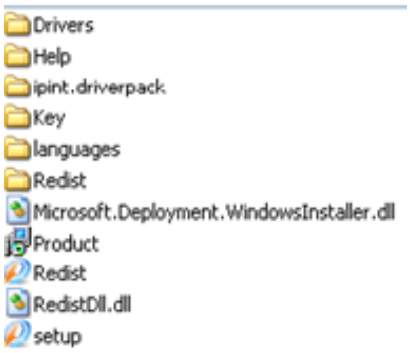

Figure 5.1-43 Contents of installation CD
1. Insert INTELLECT installation disk in the CD-ROM drive, its contents will be displayed in a dialog box (Figure 5.1-43).